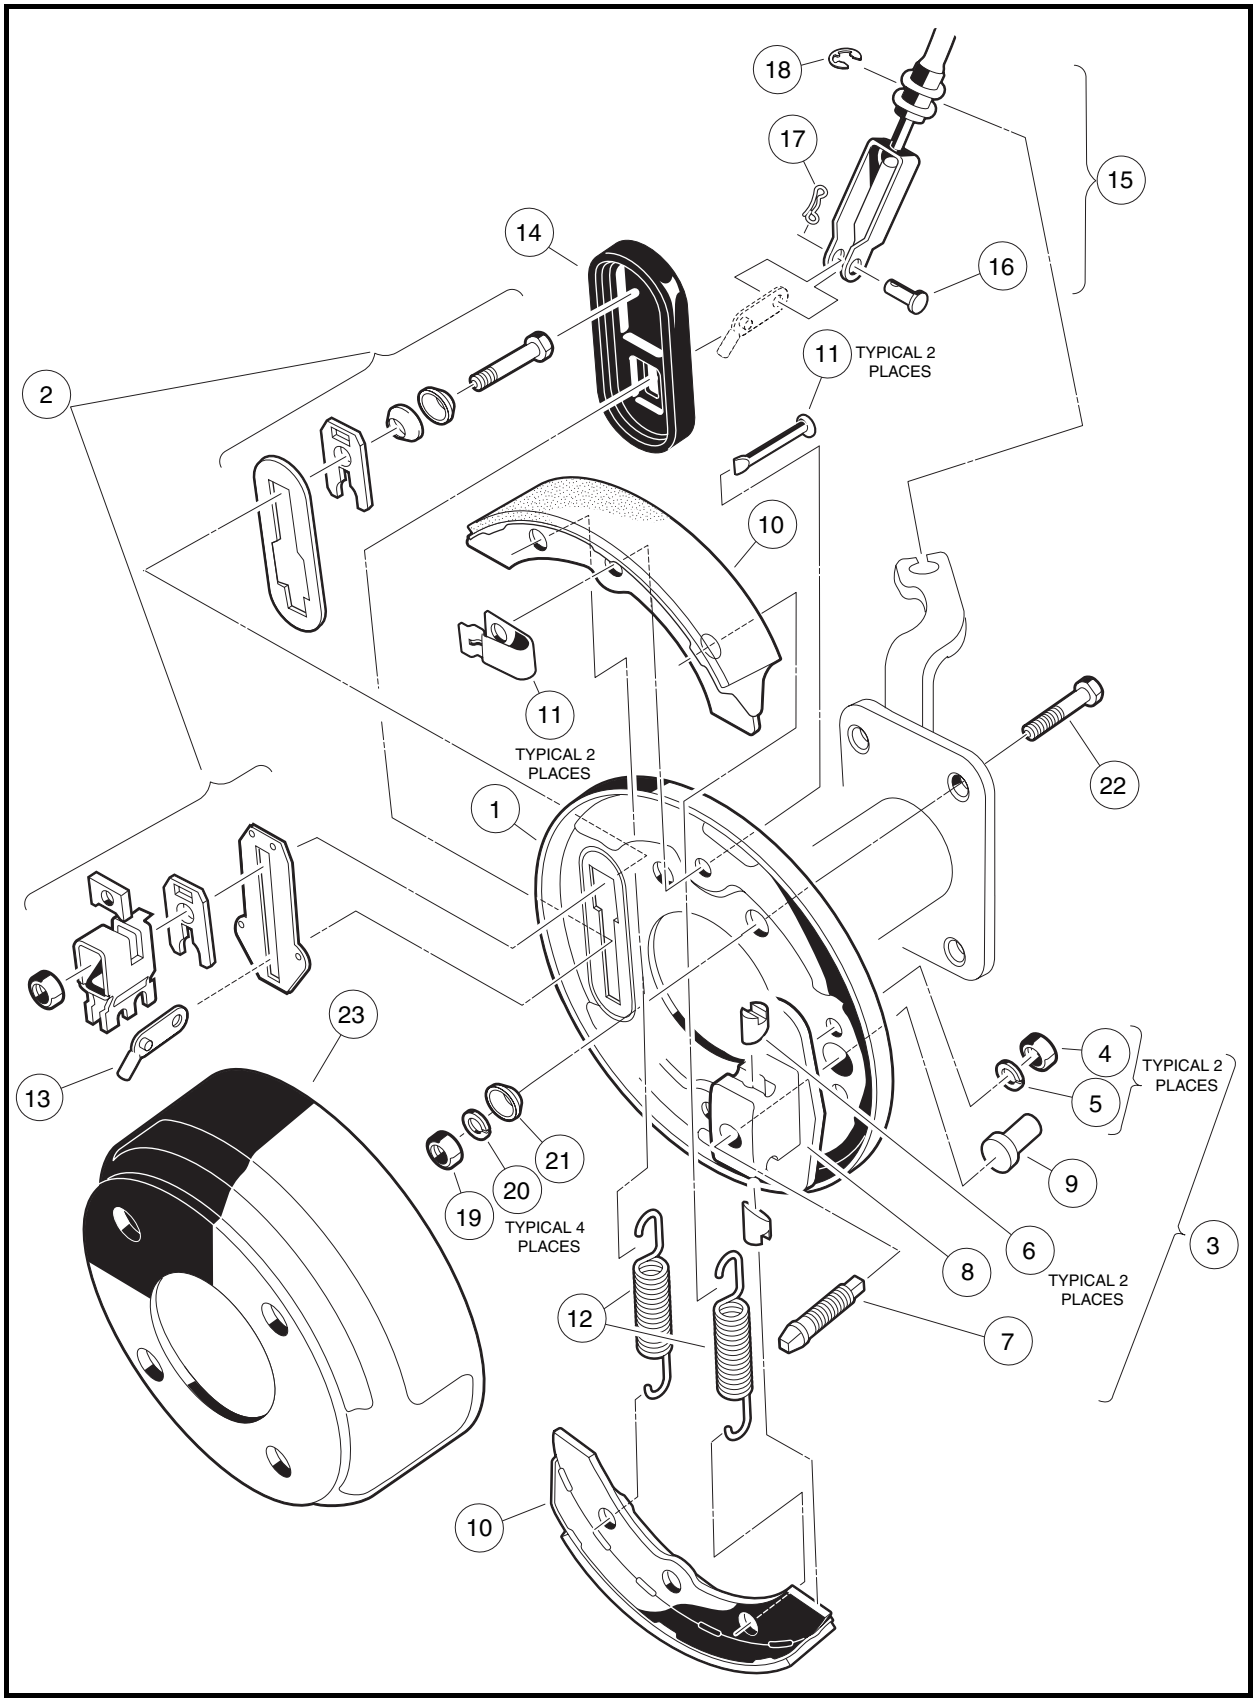

Figure 6-32 Front Manually-Adjusted Brake Assembly
NOTE: *Components of the front wheel brake assembly are identical to the rear wheel manually-adjusted brake assembly. The front brake assembly is rotated 90° (when compared to the rear brake assembly) so the adjusting bolt on each assembly is oriented to the rear of the vehicle rather than at the top of the assembly* ***(Figure 6-32, Page 6-15)****.*
5. Remove bow-tie pin (17) and clevis pin (16) from brake cable **(Figure 6-32, Page 6-15)**.
8. Remove hub and bearing assembly from spindle shaft. Remove four bolts (22), cone washers (21), lock washers (20) and hex nuts (19) that mount the brake assembly to the spindle **(Figure 6-32, Page 6-15)**.
1. Install in reverse order of removal. Use bolts (22), cone washers (21), lock washers (20) and hex nuts (19) to mount brake assembly **(Figure 6-32, Page 6-15)**.